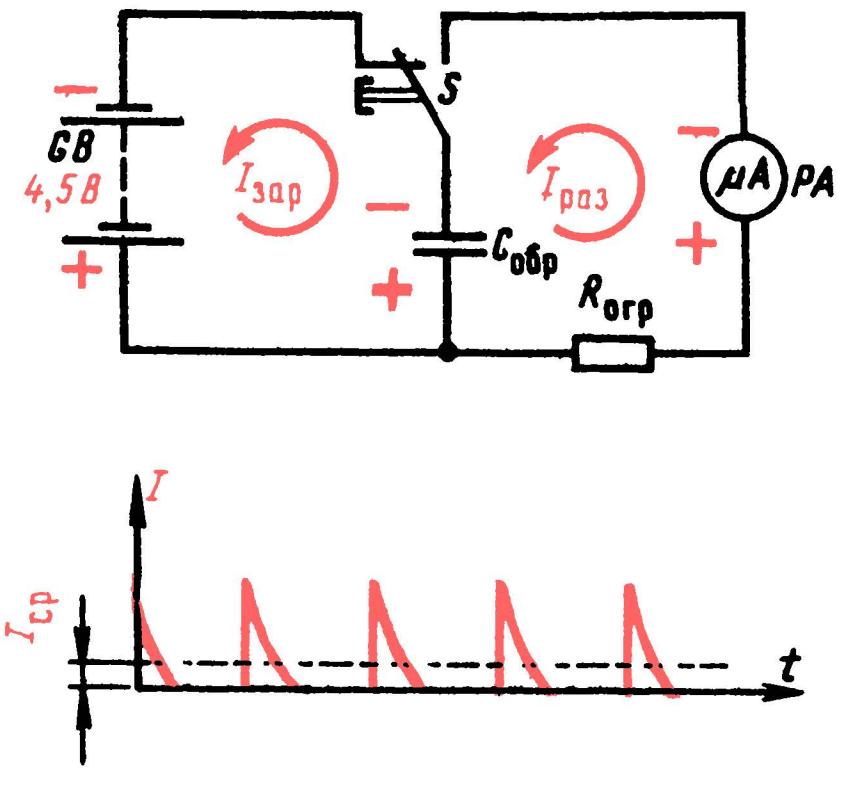

Рис. 287. Опыт, иллюстрирующий принцип работы конденсаторного частотомера
Чтобы разобраться в этом вопросе, проведи такой опыт. Соедини по схеме на рис. 287 батарею 3336Л (GB), бумажный образцовый конденсатор $C_{обр}$ емкостью 0,5–1 мкФ, микроамперметр PA на ток 100–300 мкА, например микроамперметр комбинированного измерительного прибора или транзисторного вольтметра, и кнопочный переключатель S типа КМ1-1. Последовательно с микроамперметром включи ограничительный резистор $R_{огр}$, сопротивление которого рассчитай по формуле $R_{огр} = U_б/I_и$, где $U_б$ – наибольшее напряжение батареи, используемой для опыта; $I_и$ – ток полного отклонения стрелки микроамперметра.
Кнопочный переключатель S подключи так, чтобы его контакты находились в положении, показанном на схеме. При этом конденсатор мгновенно зарядится до напряжения батареи. Нажми кнопку, чтобы заряженный конденсатор переключить на микроамперметр. Стрелка прибора отклонится вправо, фиксируя ток разрядки конденсатора и тут же вернется на нулевую отметку. Постарайся ритмично и возможно чаще нажимать и отпускать кнопку переключателя. С такой же частотой конденсатор будет заряжаться от батареи и разряжаться через прибор. Чем больше частота этих переключений, тем меньше будет колебаться стрелка прибора, показывая среднее значение тока через него (на графике в нижней части рис. 287 среднее значение тока $I_{ср}$). При том же образцовом конденсаторе с повышением частоты переключений прибор будет фиксировать все возрастающий ток. Таким образом, по отклонению стрелки можно судить о частоте импульсов тока, подаваемых на прибор.